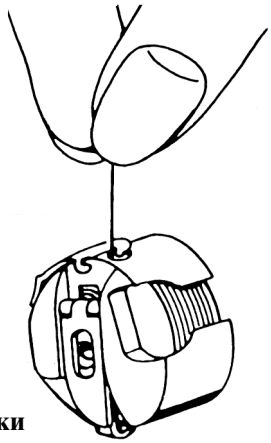

Рис. 46
- Однако при подергивании рукой нитка должна постепенно сматываться со шпульки (рис. 46).